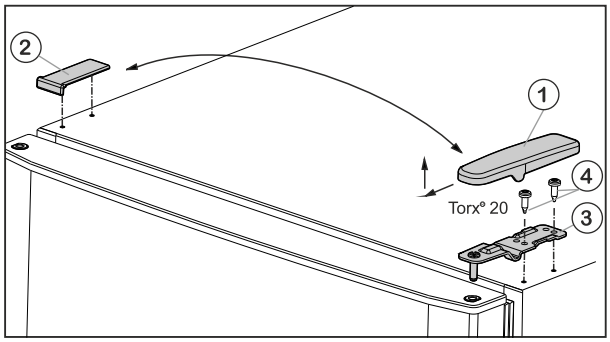

Fig. 5
▶ Pull off the cover *Fig. 5 (1)* forwards and upwards.
▶ Lift off the cover *Fig. 5 (2)*.
▶ Unscrew the upper turn hinge *Fig. 5 (3)* (2 x Torx® 20) *Fig. 5 (4)* and lift it off.
- ▶ Insert the upper turn hinge *Fig. 5 (3)* in the door on the new hinge side.
- ▶ Screw in the upper bearing block **tightly (with 4 Nm)** (2 x Torx® 20) *Fig. 5 (4)*. Use a cordless screwdriver if necessary.
- ▶ Fit the cover *Fig. 5 (1)* on the opposite side by sliding it rearwards and latching it into place.
- ▶ Press the cover *Fig. 5 (2)* on the opposite side down into place until it latches.